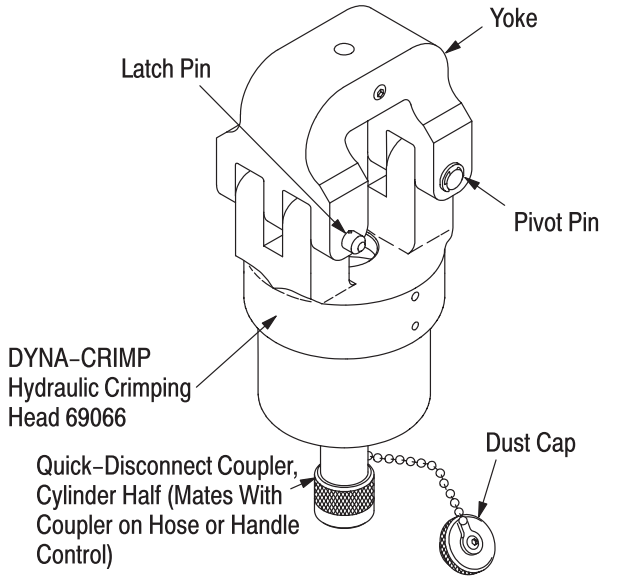

Figure 1
This instruction sheet provides application, inspection, and maintenance procedures for DYNA–CRIMP Crimping Head 69066 (see Figure 1). This crimping head uses interchangeable crimping dies and is used to crimp products listed in Figure 2. The instructions include general information for the insertion of dies and the crimping procedure. The crimping head is designed for either Hydraulic Foot Pump 314979–1 covered in Customer Manual 409–5860, or Hydraulic Power Unit 69120–[ ] described in 409–1950. Always refer to the instructions packaged with the dies for specific crimping instructions.
1. Thoroughly clean coupling area of handle control or hose assembly and crimping head. See Figure 1.